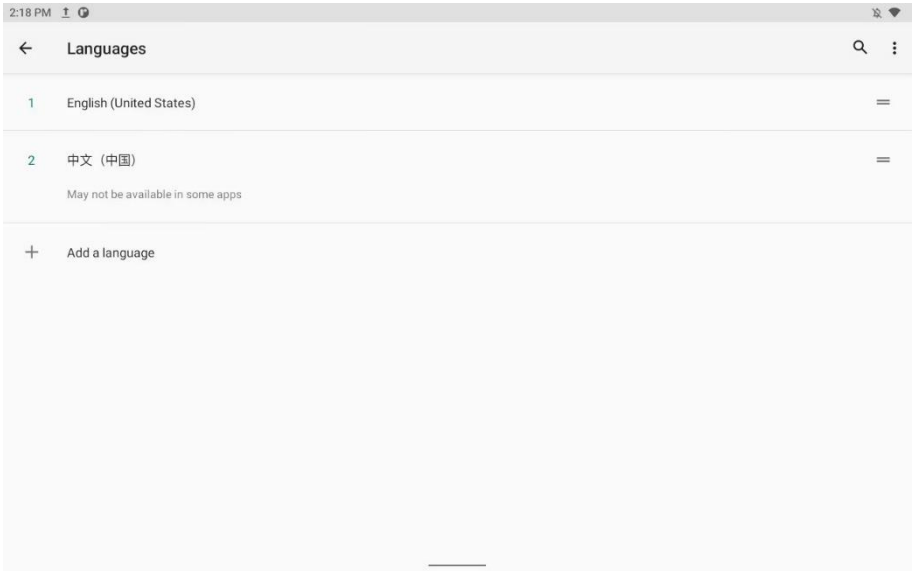

Fig. 22 Language setting screen
4) Click Languages&input, then click Languages, click + Add a language, add the language you want to set, as in Fig. 22;